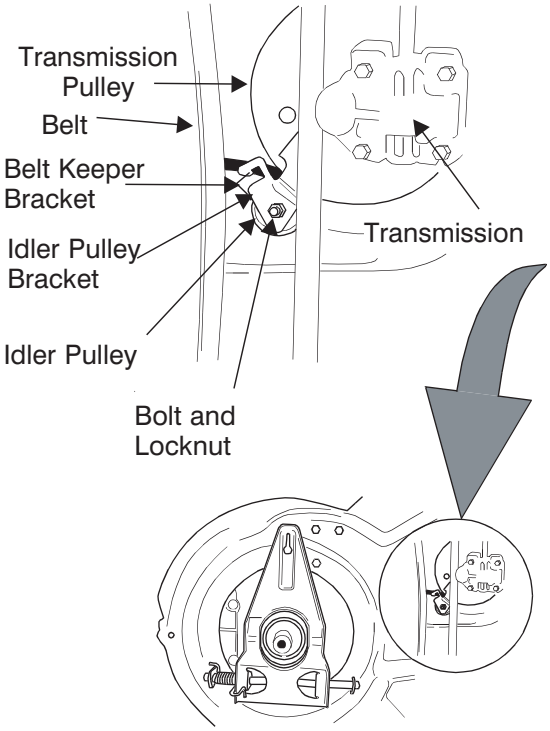

Figure 22
11. Slide the belt out from between the belt keeper bracket and the idler pulley. See Figure 22.
18. Tighten the idler pulley bolt and locknut ½ turn using two 7/16" wrenches. See Figure 22.